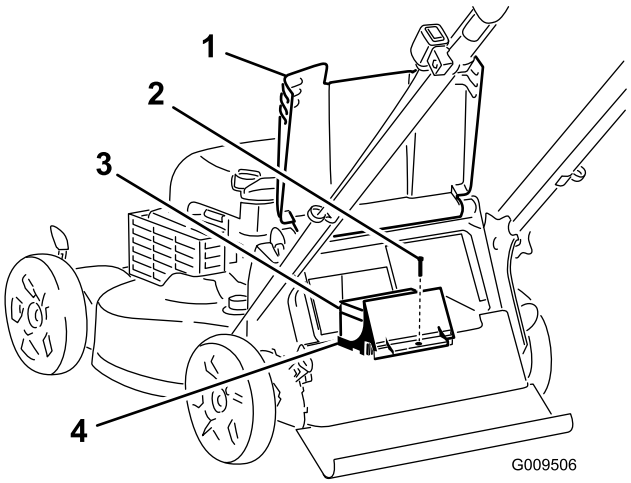

Figure 23
1. Soulevez le déflecteur arrière et localisez le logement de la batterie (Figure 23).